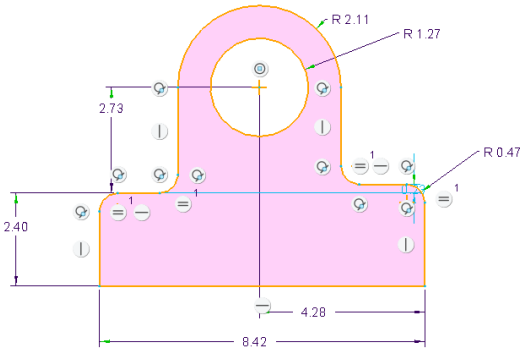

Figure 3-49 *Sketch after dimensioning*
2. Dimension the sketch, as shown in Figure 3-49.